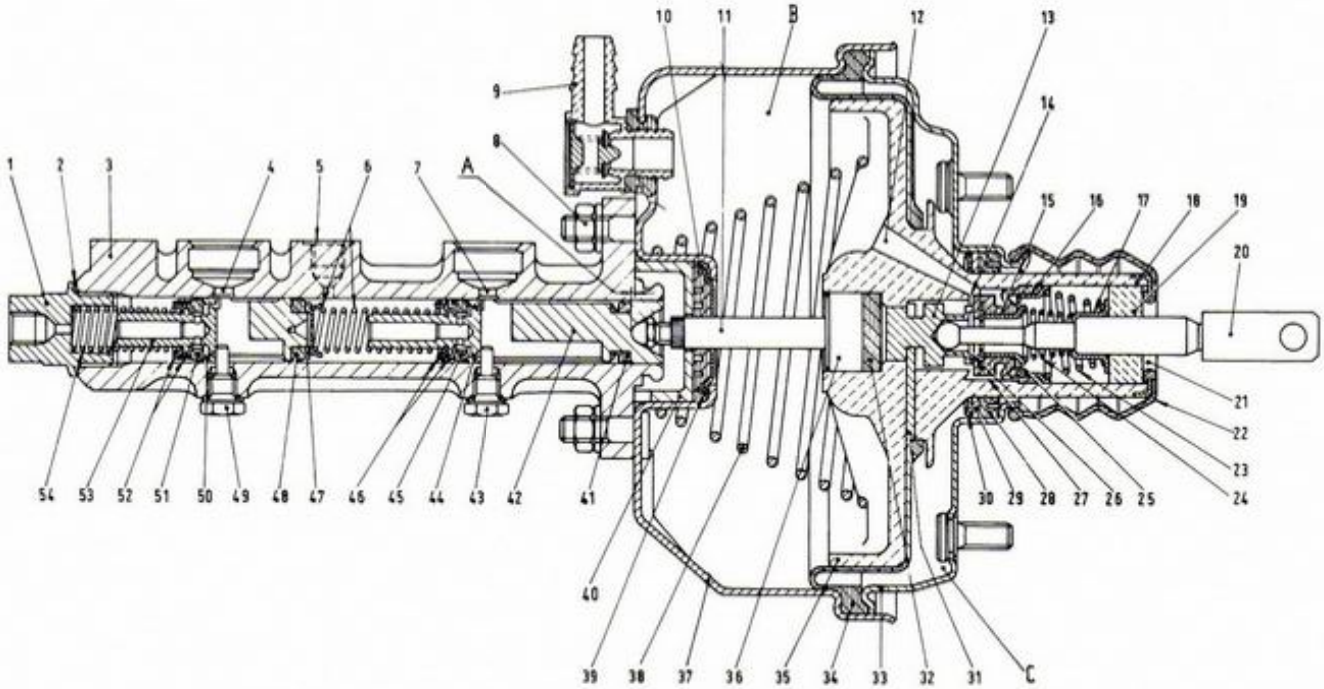

FIG 11 : 20 Sectioned view of the master cylinder and vacuum servo unit
Key to Fig 11 : 20 1 Plug 2 Seal 3 Cylinder body 4 Connector seat 5 Front wheel brake connector 6 Spring and cup 7 Connector seat 8 Nut 9 Vacuum line fitting 10 Front seal 11 Piston control rod 12 Vacuum duct 13 Piston-valve 14 Vacuum duct orifice 15 Valve 16 Cup 17 Cup 18 Control piston guide tube 19 Filter element 20 Valve control rod 21 Air inlet 22 Dust boot 23 Piston-valve return spring 24 Valve return spring 24 Valve (15) cup 26 Atmospheric pressure air passage 27 Vacuum orifice 28 Rear seal 29 Shoulder ring 30 Lockwasher 31 Piston retainer 32 Reaction disc 33 Rear body 34 Diaphragm 35 Control piston 36 Working piston 37 Front body 38 Piston return spring 39 Cup 40 Guide bushing 41 Seal 42 Rear piston 43 Plug and seal 44 Spacer 45 Seal 46 Spring and cup 47 Flat washer 48 Seal 49 Plug and seal 50 Spacer 51 Seal 52 Spring and cup 53 Front piston 54 Spring and cup A = Distance piston control rod extends past master cylinder mounting surface 0.033 to 0.040in (0.825 to 1.025mm) B = Front chamber C = Rear chamber